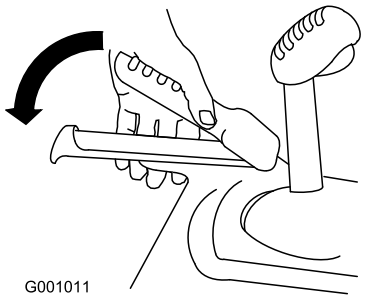

Figur 21
3. Klem den venstre trekkfunksjonsspaken til håndtaket (Figur 21).
6. Klem den venstre trekkfunksjonsspaken til håndtaket (Figur 21).